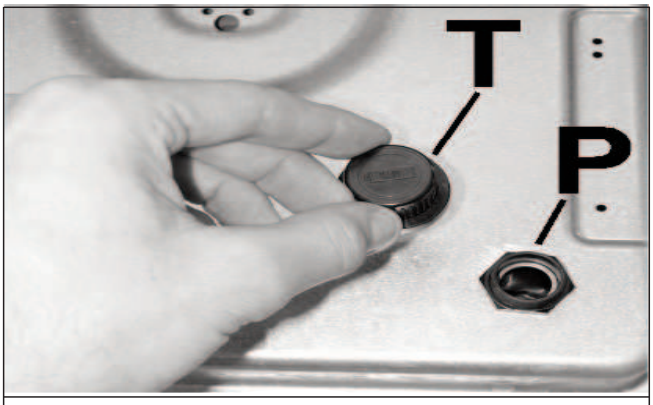

FIG. 12
- Skru låget “T” af (se fig. 12) og sæt et batteri på 1.5 V i (leveres ikke med apparatet) med “+”-polen vendt indad. Skru låget på igen.